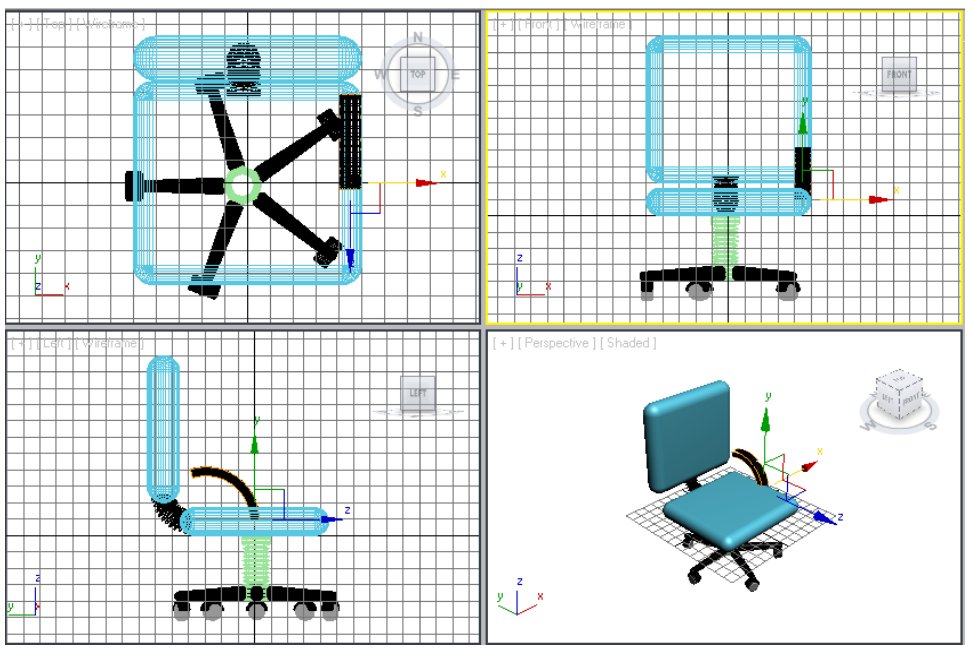

Figure 3-88 *Alignment of the right hand support01 in all viewports*
8. Align the *right hand support01* in all viewports, as shown in Figure 3-88.